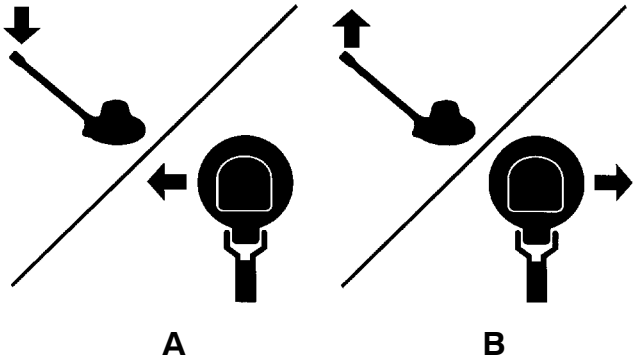

FIG. 5
5. Para girar à direita: Levantar ligeiramente o manípulo e a máquina avançará à direita. Para girar à esquerda: Baixar ligeiramente o manípulo e a máquina girará à esquerda. Trabalhar com a máquina movendo- se de lado a lado (Fig.5).